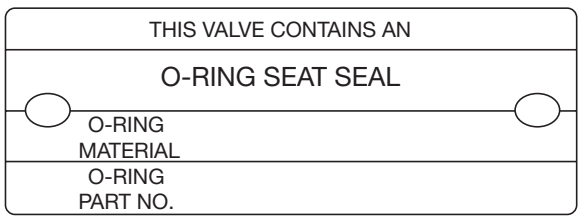

Figura 38: Etiqueta de junta tórica de válvula
6. Si la válvula tiene un sello de asiento con junta tórica, se debe reemplazar la junta tórica. Consulte la placa de identificación (vea la Figura 38) para determinar el material de la junta tórica y el número de pieza "tal como está construido".